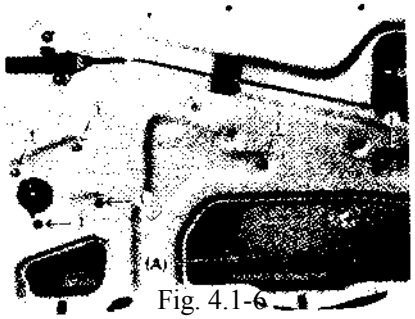

Fig. 4.1-6
10) Fixing screw (6 positions) for front door glass regulator. Unscrew the 6 screws, take out the regulator from opening A, and refer to Fig. 4.1-6.